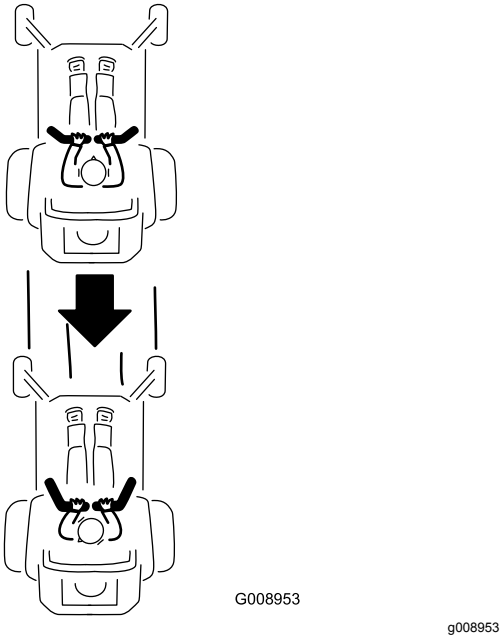

Rysunek 34
2. Aby jechać do tyłu, powoli przesuń dźwignie kierowania do tyłu (Rysunek 34).